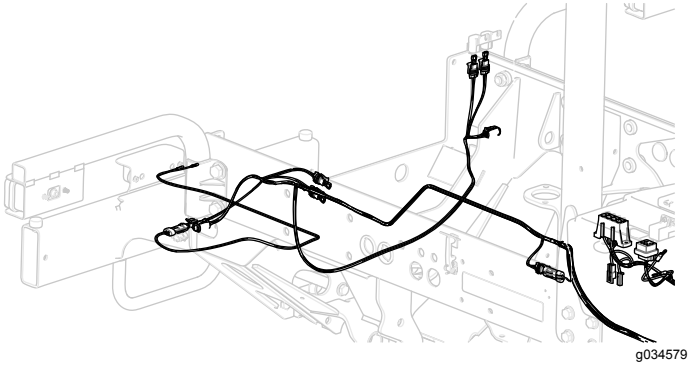

Figur 30
18. Før den høyre ledningssatsen under høyre side av trekkenheten frem til høyre baklys (Figur 30).
20. Før den venstre, bakre ledningssatsen under venstre side av trekkenheten frem til høyre baklys (Figur 30).